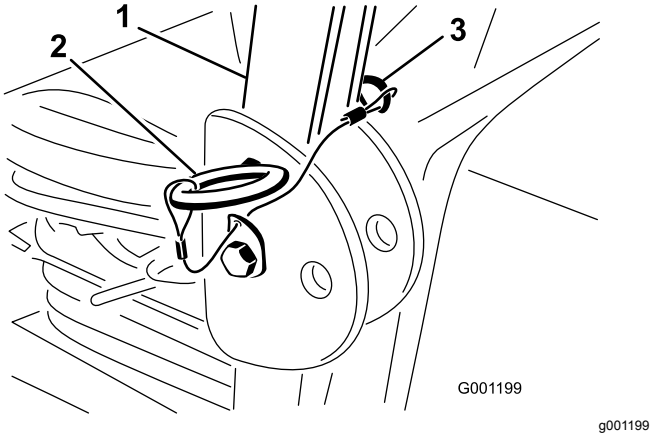

Figur 8
1. Fjern hårnålssplintpinnene, og fjern de to pinnene fra veltebøylen (Figur 8).
2. Hev veltebøylen til oppreist stilling, monter de to pinnene og fest dem med hårnålssplintene (Figur 8).